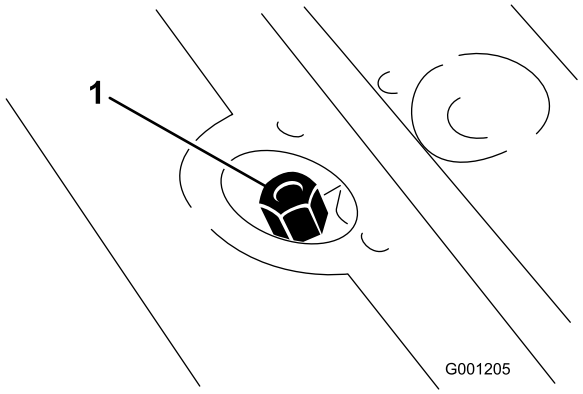

**Figuur 25**
2. Verwijder de peilstokdop (Figuur 25) uit de vulbuis en veeg deze af met een schone doek. Schroef de peilstokdop handvast op de vulbuis. Verwijder deze daarna en controleer het vloeistofpeil op de peilstok. Als het vloeistofpeil niet binnen 13 mm van de groef in de peilstok staat, moet u voldoende vloeistof bijvullen totdat het peil de groef bereikt. Niet te vol vullen.